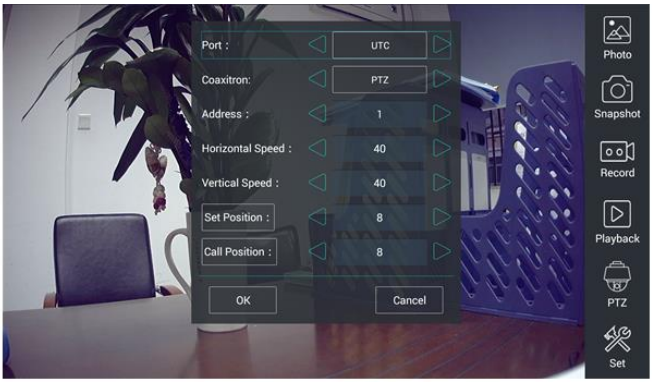

Рис. 110 Настройки для управления PTZ TVI видеокамерой по коаксиальному кабелю
7) В строке Coaxitron выберите соответственно PTZ (рис. 110);